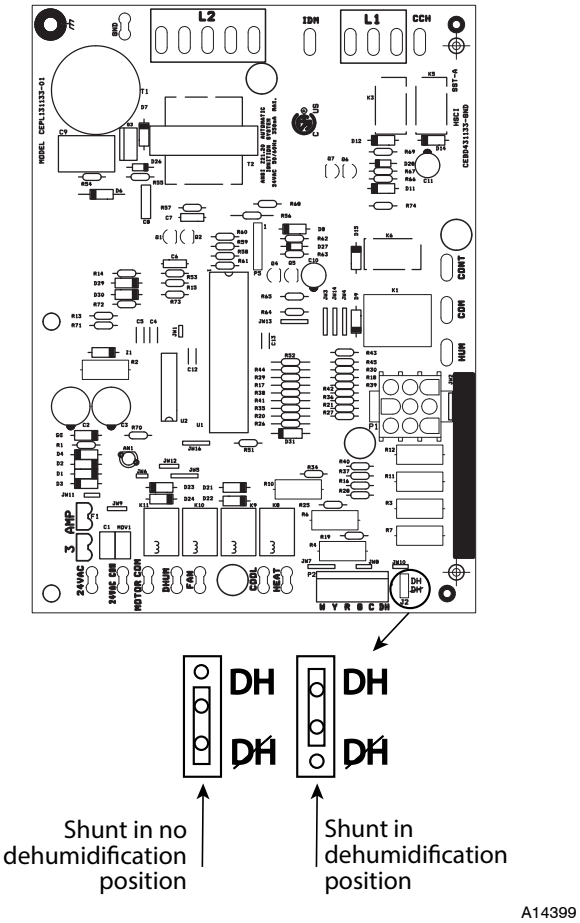
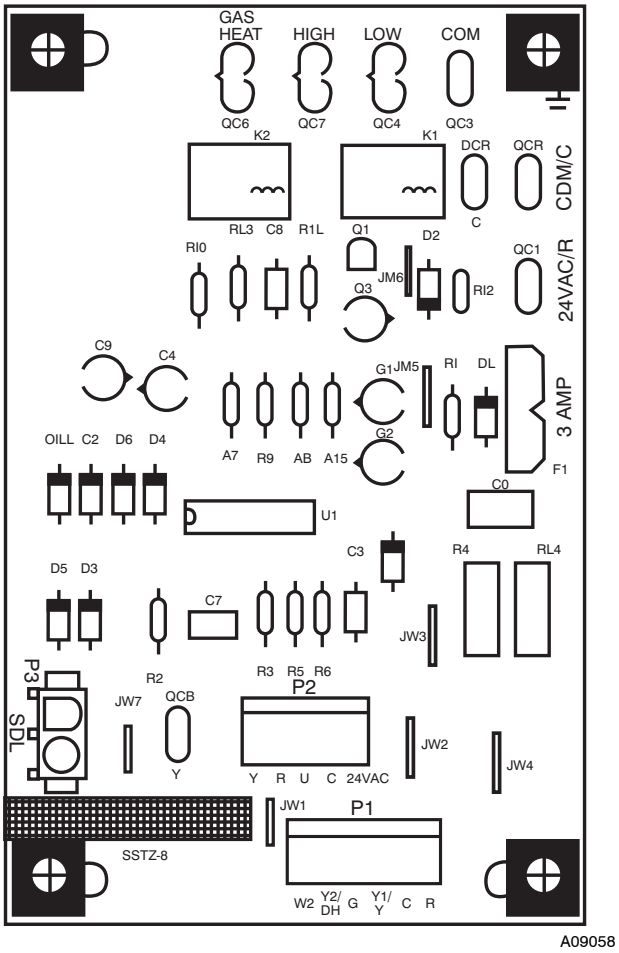

Fig. 13 - Single Phase IGC Board
Fig. 14 - Interface Fan Board (IFB)
This unit is factory-set for use with a single cooling fan speed. For single phase models, the cooling speed is marked "COOL" on the IGC (See Fig. 13). For 3-phase models, the cooling speed is marked "LOW" on the interface board (IFB) (See Fig. 14). The factory-shipped settings are noted in Tables 7 and 8. There are up to 3 additional speed tap wires available for use in either gas heating mode, cooling mode, or continuous fan mode (For color coding on the indoor fan motor leads, see Table 6). For single phase models, one of the additional speed tap wires is connected to the continuous fan, with the other 2 wires shipped loose in the control box near the IGC. For three phase models, the additional 3 speed tap wires are shipped loose with vinyl caps and are located in the control box near the interface fan board (IFB) (See Fig. 14).
2. Remove the current speed tap wire from the "GAS HEAT" terminal on the interface fan board (IFB) (Fig. 14) and place vinyl cap over the connector on the wire.
2. Remove the current speed tap wire from the "LOW" terminal on the interface fan board (IFB) (Fig. 14) and place vinyl cap over the connector on the wire.
1. Move shunt jumper on IGC board to "DH" (See Fig. 13).
1. Remove fan speed tap wire from the "LOW" terminal on the interface fan board (IFB) (Fig. 14).
When the DEHUM feature is not used, the continuous fan speed will be the same as cooling fan speed. When the DEHUM feature is used, the continuous fan will operate on IFB “LOW” speed when the DH control lead is not energized, or IFB “HIGH” speed when the DH lead is energized (see Fig. 14).